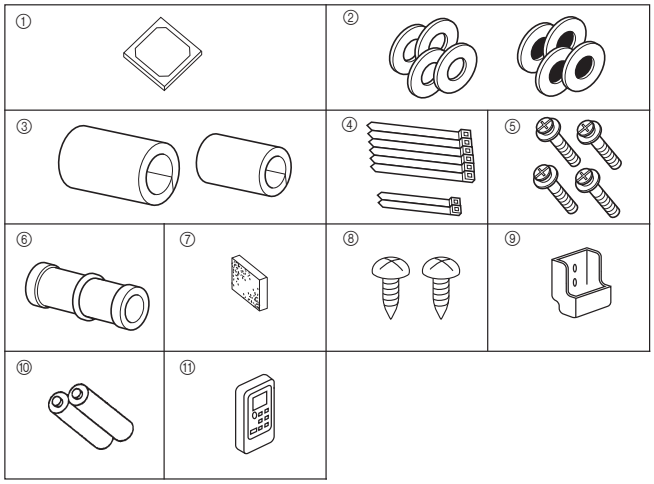

Fig. 4-1
4.1. Zubehörteile der Innenanlage prüfen (Fig. 4-1)